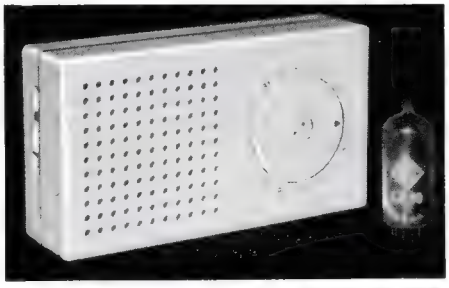

*Bild 3. Braun-Transistor-Taschenempfänger T 3*
*Bild 3. Blick von oben auf das ausgebaute Chassis. Rechts im Bild der Abstimmteil mit Drift-Transistor 2 N 371, darüber der lange Ferritstab für Mittelwellenempfang*
Warum aber zu höheren Frequenzen übergehen und die niedrigen übersehen, so fragte sich die Firma Braun und schuf den Transistor-Taschensuper T 3 (*Bild 3*), der neben dem bisher bei dieser Geräteklasse nur üblichen MW-Empfang auch LW-Empfang ermöglicht. Sonstige Ausstattung: 6 Transistoren, 1 Germaniumdiode, 5 Kreise, Gegentakt-Endstufe mit 170 mW Leistung, Ferritantenne, Schaltsteckdose für dynamischen Kleinhörer, gedruckte Schaltung, Betriebsdauer bis zu 130 Stunden mit 4 Batterien 1,5 V (14 × 50 mm), Preis: 140.– DM.